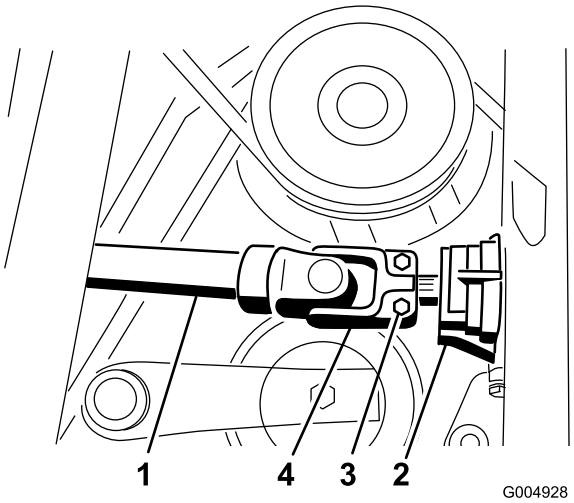

Figur 87
43. Skub drivakslen på gearkasseakslen (Figur 87). Monter valsetappen, og tilspænd boltene til et moment på 20-25 Nm.